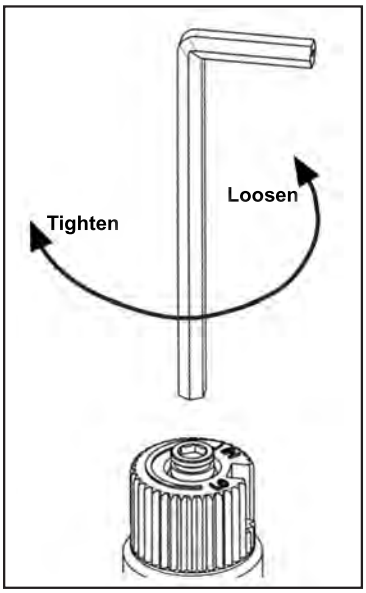

Figure 11: Removing valve screw.
b) Insert a $^{5}/_{32}$" or 4 mm Allen wrench into the hexagonal key-way of the screw (see Figure 11), rotate it counter-clockwise until it is free and extract it.
e) Using the Allen wrench as shown in Figure 11, rotate the screw clockwise until a torque of 9 inch lbs. **WARNING!** Do not over tighten the screw. It is recommended that you grip the wrench by the short side.